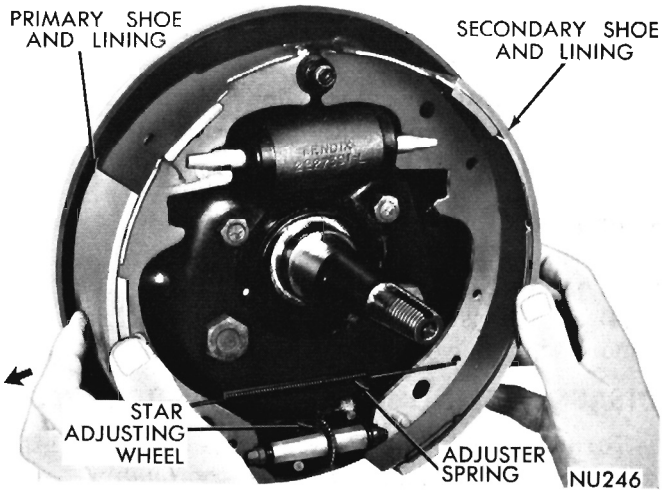

Fig. 9—Installing Brake Shoes (Left Front)
(4) Spread anchor ends of brake shoe to hold star adjusting wheel assembly in position.
(5) Holding brake shoes firmly, place assembly on support plate, and at the same time engage shoe webs with push rods. (If so equipped). (Fig. 9).